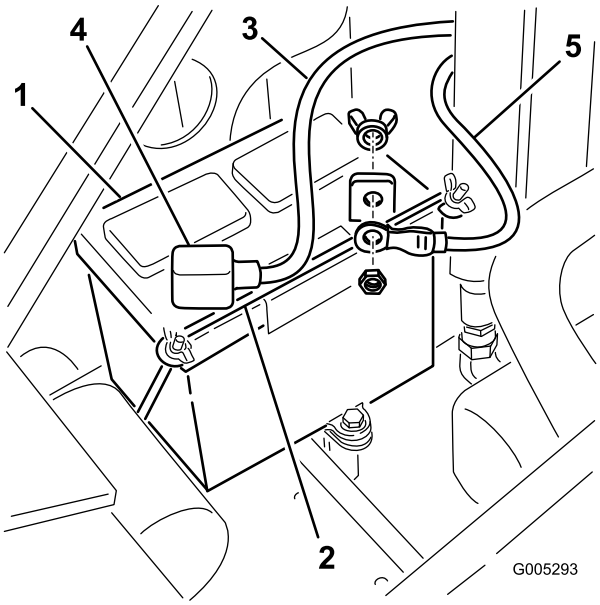

Figure 29
4. Enlevez les écrous à oreilles et la barre de fixation de la batterie (Figure 29).
9. Placez la batterie dans le châssis (Figure 29).
10. Fixez la batterie dans le châssis (Figure 29).
11. Connectez le câble positif (rouge) à la borne positive (+) de la batterie à l'aide du boulon et de l'écrou à oreilles fournis avec la batterie (Figure 29). Glissez le capuchon en caoutchouc sur la borne de la batterie.
12. Connectez le câble négatif (noir) à la borne négative (–) de la batterie à l'aide du boulon et de l'écrou papillon fournis avec la batterie (Figure 29).